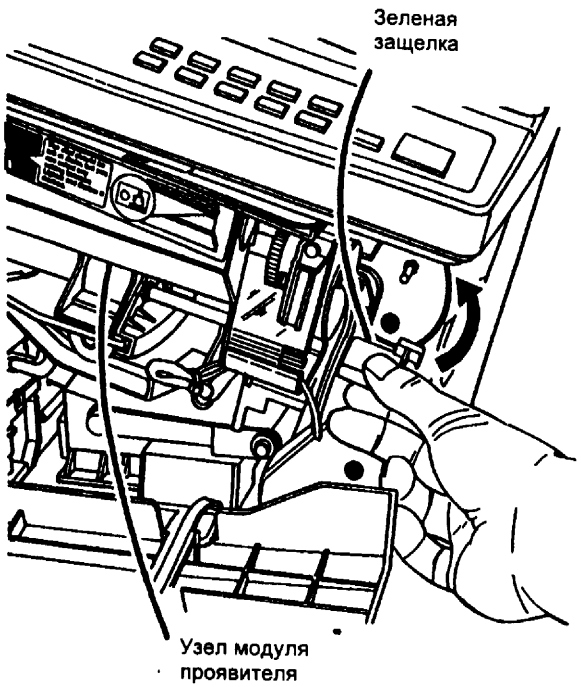

Рис. 1 Освобождение узла модуля проявителя
2. (Рис. 1) Поверните зеленую защелку, чтобы освободить модуль проявителя.